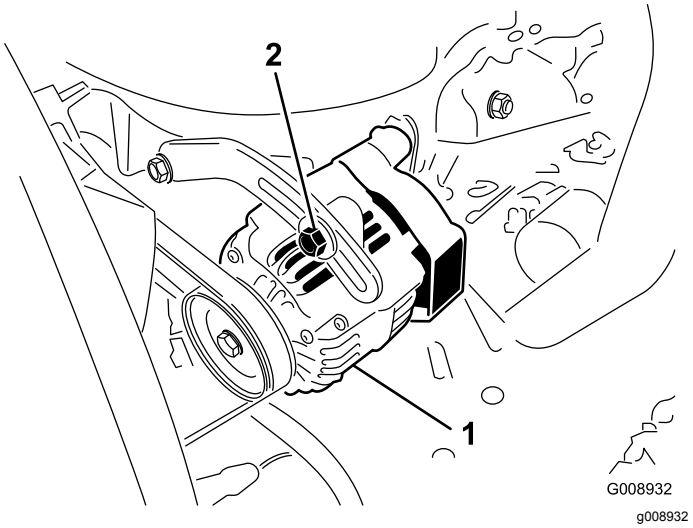

Rysunek 46
2. Jeżeli ugięcie nie wynosi 10 mm, poluzuj śruby mocujące alternator (Rysunek 46).